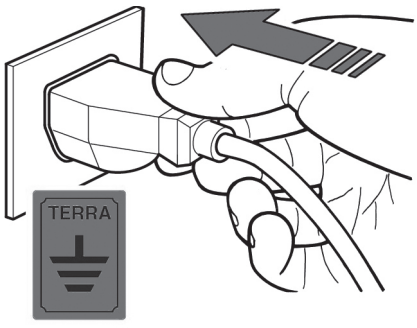

fig. 10
- Il est impératif que l'ensemble de l'équipement soit correctement relié à une prise de terre efficace (fig. 10).
2) Insérer la fiche d'alimentation sur la prise fournie par le client (fig. 10), en veillant à ce qu'elle dispose du contact de terre et qu'il n'y ait pas de prises multiples connectées.